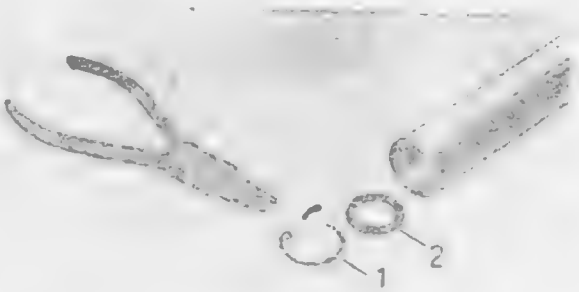

Rys. 110. Wyjmowanie podkładki oporowej /o grubości 2 mm/
- Wyjąć teraz pierścień zabezpieczający /1/, znajdujący się pod sprężyną zaworową oraz płytkę oporową /2/ /rys. 110/.